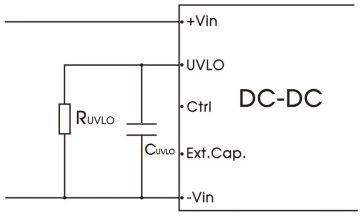

图 9
3.通过在 Ext. Cap.引脚和 -Vin 引脚之间添加一个 220μF/200V 电解电容 C1，用于输入电压＜100V 时电路滤波。UVLO 引脚可以通过外部电阻 RUVLO 调节输入欠压保护点，RUVLO 的具体数值请参考图 9，如果该引脚悬空，欠压保护点为 12V。
3. 电阻 R_{UVLO} 用于调节输入欠压保护点，取值可参考图 9。